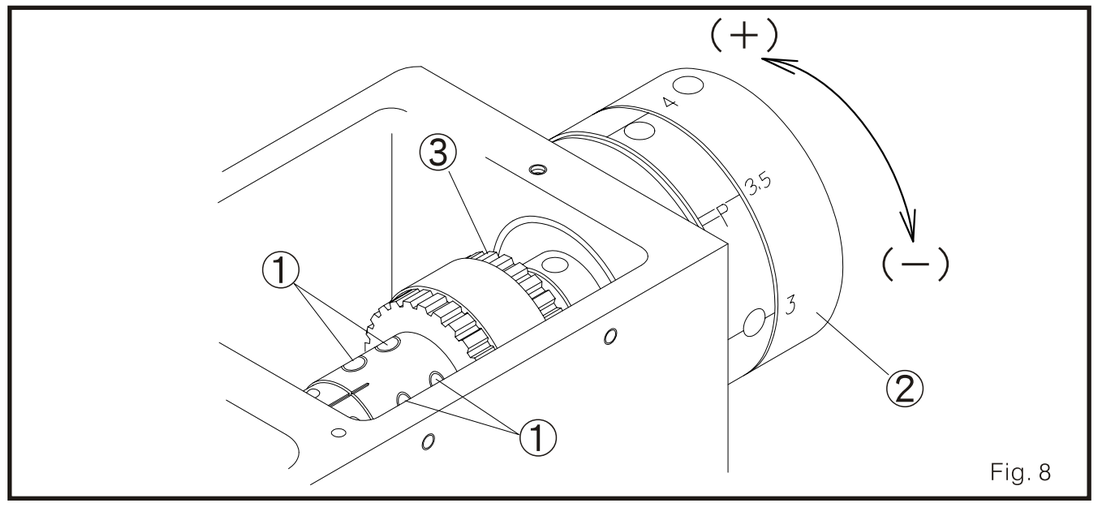

Fig. 8
4. Ajuste de la coordinación (Fig. 8)